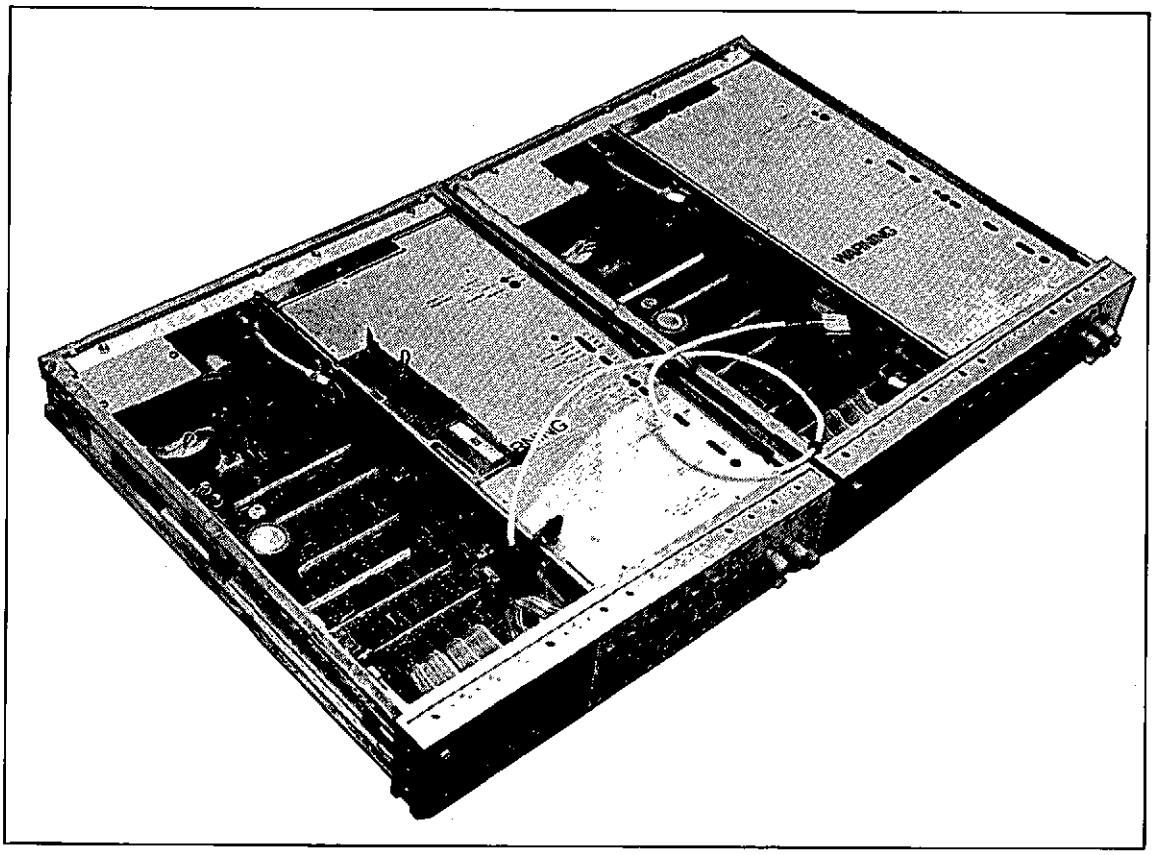

Figure 8-45. Inguard-Outguard Connections.
2. Plug the Inguard/Outguard Service Cable from one instrument's outguard connector (A1J7) to the other instrument's Inguard/Outguard cable assembly (W1). The instruments are now effectively half-split with one unit's inguard section connected to the other unit's outguard section (see (Figure 8-45)
8-A-4. Assuming that the power supplies of the 3455A are good, the Instrument Half Splitting Technique (paragraph 8-176) should be the first step in isolating turn-on failures. Either the inguard or the outguard section could hang up the 3455A's turn-on sequence. The front panel indication does not tell where the fault is located. Therefore, the Half-Splitting Technique should be used to isolate the fault between inguard or outguard section of the 3455A. If an extra 3455A and an Inguard/Outguard Service Cable is not available, the method described in Figure 8-45 may be used. When it is determined which section of the 3455A is at fault, go to the appropriate troubleshooting section in this service group (see paragraph 8-198 and Table 8-3).